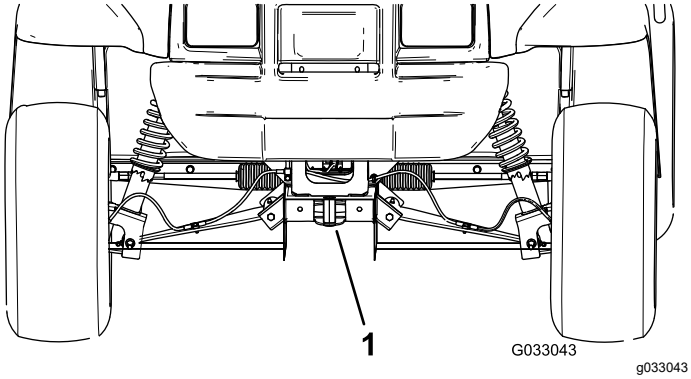
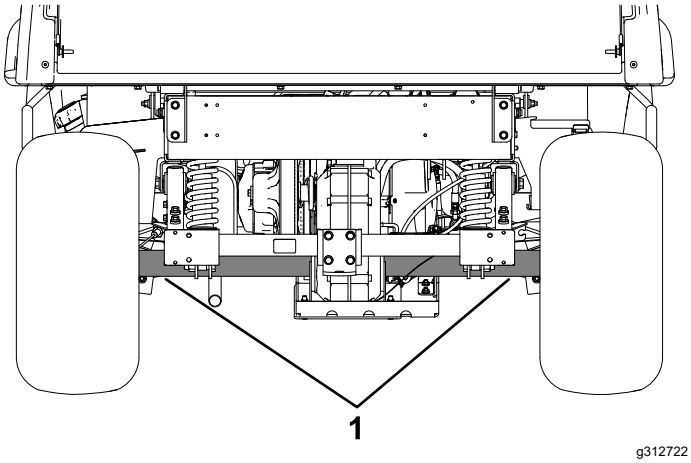

Figur 17
Figur 18
Se Figur 17 och Figur 18 för fästpunkternas placering på maskinen.
2. Fäst en bogserlina i bogseröglan framtill på maskinens ram (Figur 17).